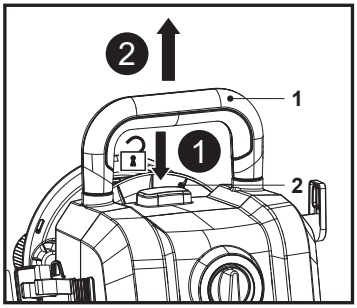

Fig. 16
1. Appuyer sur le bouton de verrouillage de la poignée (2) et le maintenir enfoncé, puis tirer la poignée de transport (1) jusqu'en butée (Fig. 16).